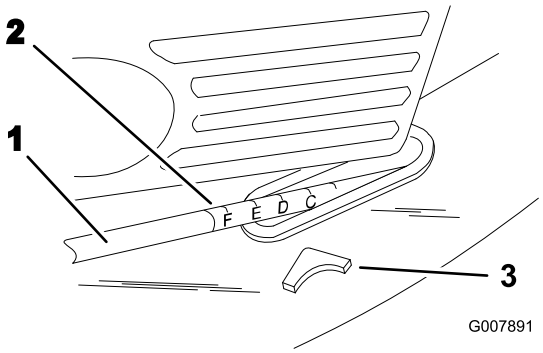

Figur 17
3. Lyft upp eller tryck ner handtaget och använd markören och klipphöjdsinställningen på länkstången för att ställa in önskad klipphöjd på gräsklipparen (Figur 17).